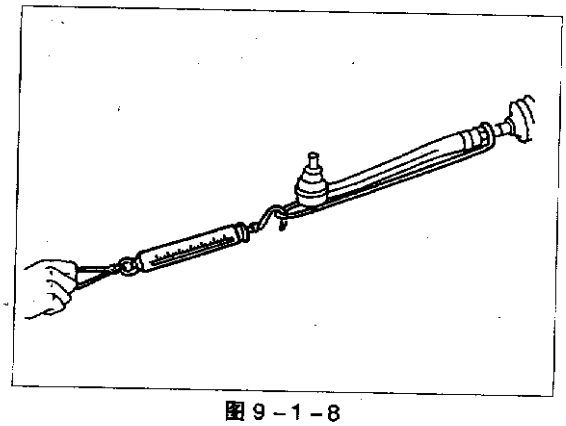

图 9-1-8
⑤如果转向力过大,检测齿条滑动力,操作步骤如下:
c. 如图9-1-8所示,从中性位置拉动横拉杆达±11.5mm,拉动速度是3.5mm/s。齿条滑动力是186~284N。不能超过294N,否则应对部件进行修理。